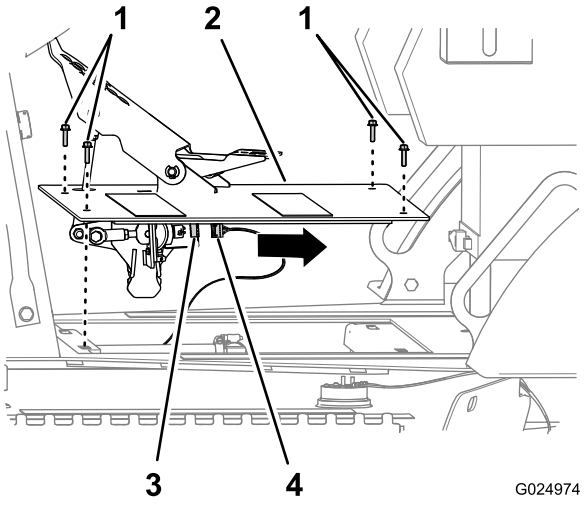

Figure 109
1. Remove the 4 hex-flanged head bolts that secure that traction-pedal assembly to the chassis of the machine (Figure 109).
2. Disconnect the 6-socket connector of the machine harness from the 6-pin connector of the traction-pedal sensor (Figure 109).
3. Remove the traction-pedal assembly from the machine (Figure 109).
1. Connect the 6-socket connector of the machine harness to the 6-pin connector of the traction-pedal sensor (Figure 109).
2. Align the holes in the plate of the traction-pedal assembly with the holes in the chassis of the machine (Figure 109).
3. Secure the traction-pedal assembly to the chassis of the machine with the 4 hex-flanged head bolts (6 x 25 mm); refer to Figure 109.